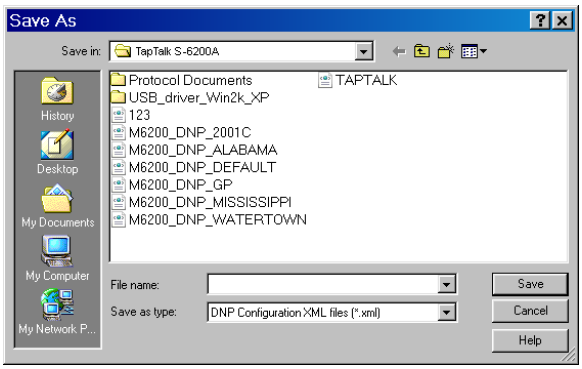

Figure 3-74 Save As File Dialog Screen
1. From the TapTalk Main Screen select **Utility/Receive DNP Configuration File**. TapTalk will display the Save As dialog screen (Figure 3-74) with a default *.xml file extension.